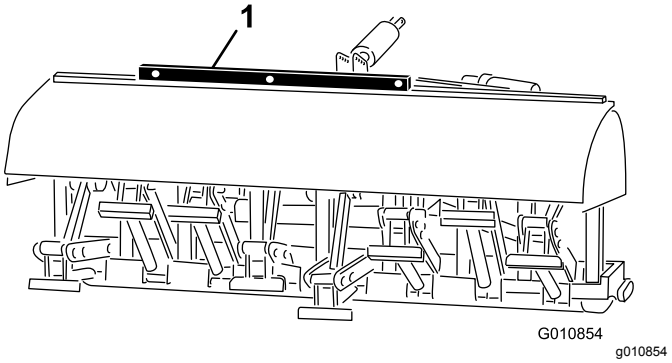

Figuur 29
2. Plaats een waterpas bovenop het frame van de beluchter om te controleren of deze waterpas staat (Figuur 29).